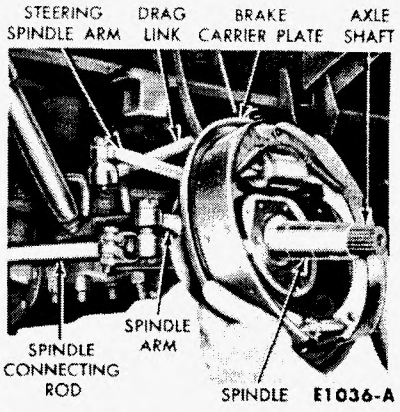

FIG. 36—Brake Carrier Plate Removal or Installation
5. Remove the cap screws which retain the brake carrier plate and spindle to the spindle arm. Remove the brake carrier plate and spindle (Fig. 36).
1. Position the spindle and the brake carrier plate on the steering arm, and then install the retaining cap screws (Fig. 36). Install the oil baffle.